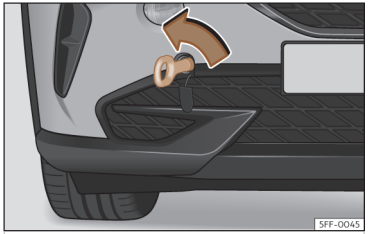

Fig. 202 Parte derecha del parachoques delantero: argolla de remolque enroscada.
- Enrosque la argolla de remolque en el alojamiento girándola al máximo **en el sentido contrario al de las agujas del reloj** ››› **fig. 202** , ››› ⓘ. Utilice un objeto adecuado con el que pueda enroscar completa y firmemente la argolla de remolque en su alojamiento.